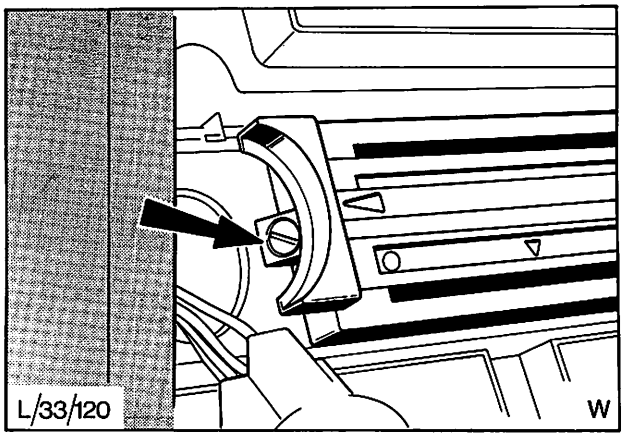

Abb. 4 Schrauben – Instrumententafelblende
5. Befestigungsschrauben der Kombi-Instrumentenblende entfernen, Abb. 4.